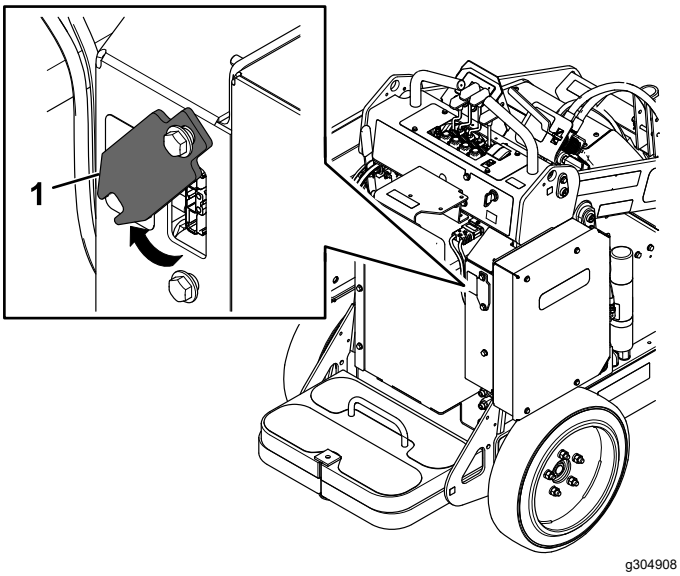

Figura 23
6. Glisai în sus capacul încărcătorului i pivotai-l în afară (Figura 23).
10. Pivotai la loc capacul încărcătorului i glisai-l în jos peste urubul inferior (Figura 23).